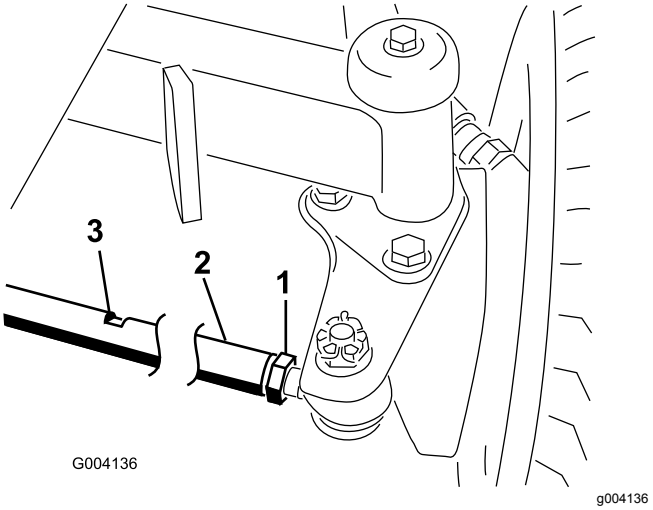

Figur 81
2. Lossa kontramuttern i båda ändar av dragstången (Figur 81).